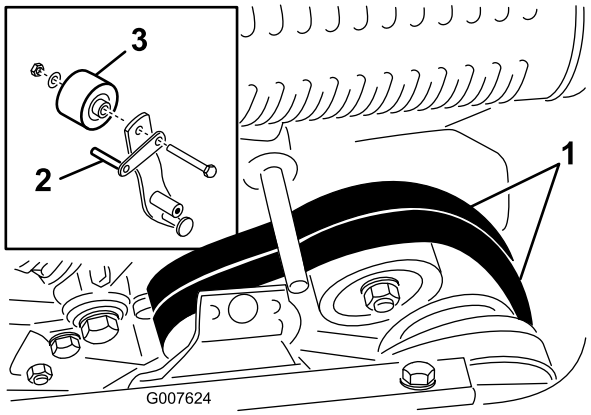

Figur 34
8. Juster remstyret (Figur 34, indsats) som følger for at gøre det nemmere at trække eller skubbe maskinen uden at starte motoren: